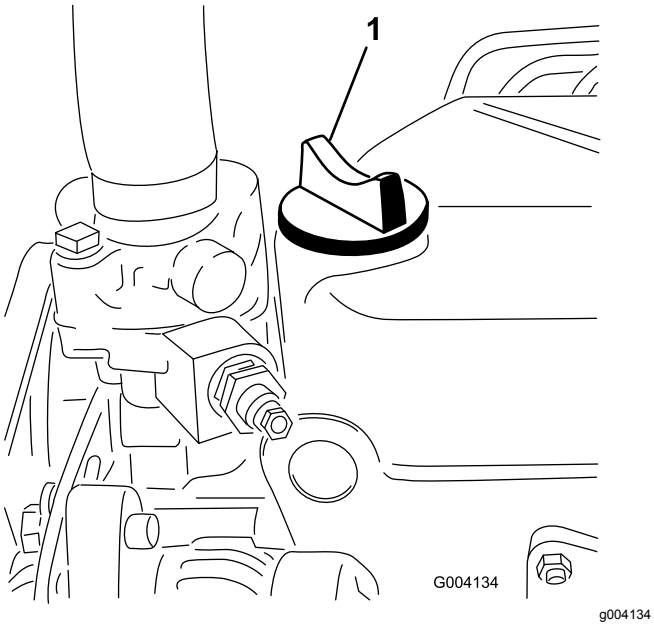

**Figur 30**
5. Hvis oljenivået er under FULL-merket, tar du av oljelokket (Figur 30) og fyller olje til nivået når opp til FULL-merket på peilestaven.